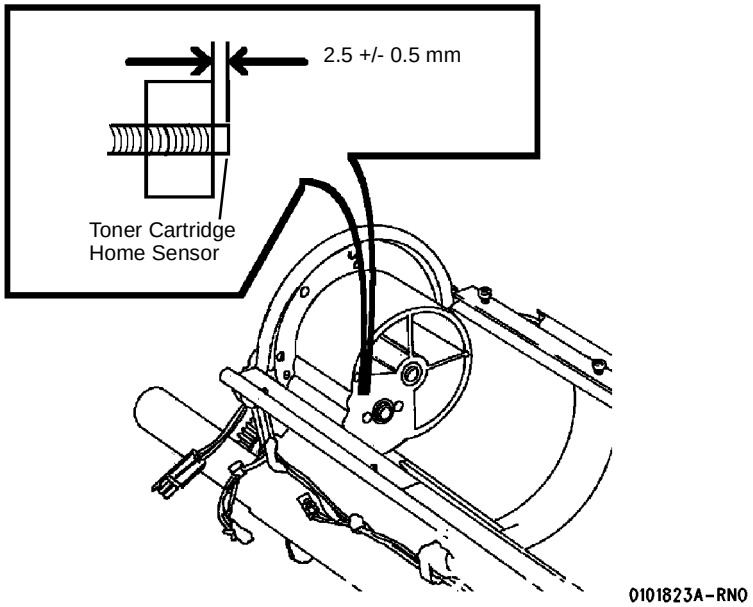

**Figure 1 Checking the Position of the Toner Cartridge Home Sensor**
3. ( Figure 1): Check that the tip of the Toner Cartridge Home Sensor is 2.5  0.5 mm from the plate.